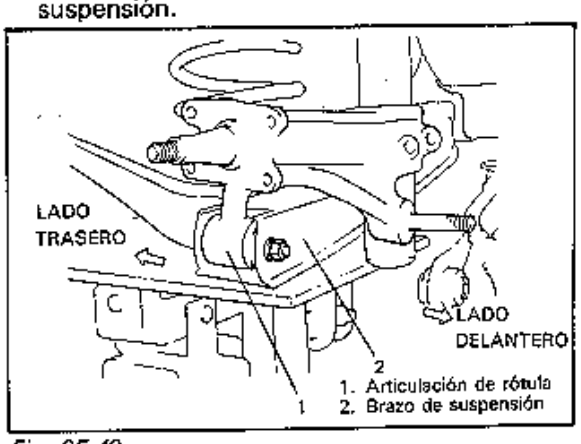

Fig. 3E-40
4) Apriete el perno de la montura inferior del puntal al par especificado. Para los datos de torsión, refiérase a la Fig. 3E-41.